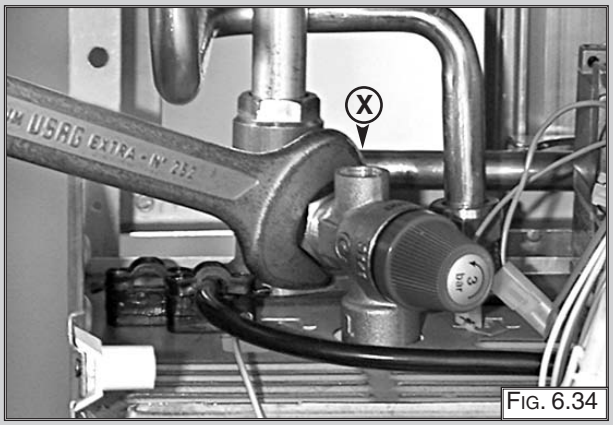

Fig. 6.34
2. Unscrew and remove the valve "X" (Fig. 6.34).